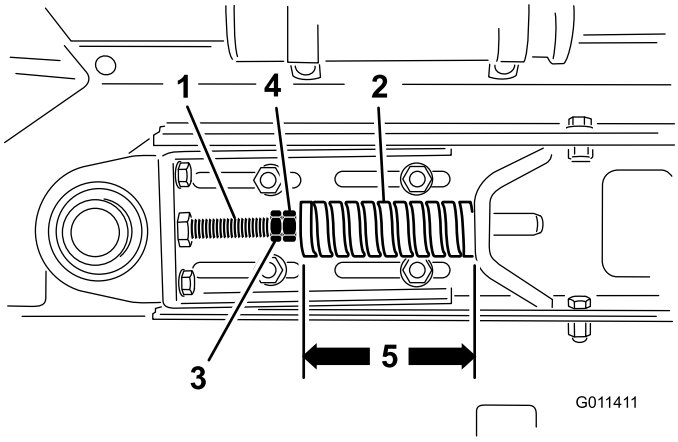

**Figuur 26**
1. Zet de borgmoeren los en stel de moeren van de spanstang (Figuur 26) af om de gewenste spanning te verkrijgen.